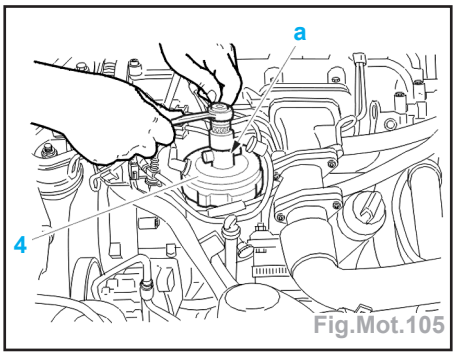

Fig.Mot.105
- Poser une douille de 22 mm (En (a)) (Fig.Mot.105).